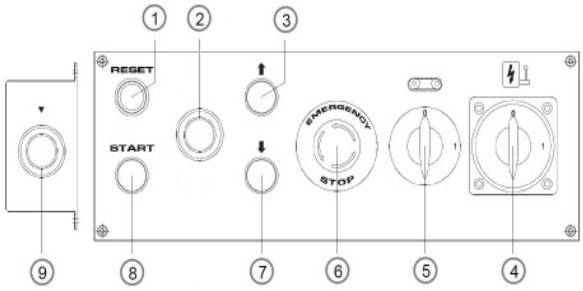

Abb. 11: Bedienfeld
Durch Betätigung der Tasten 3 und 7 [Abb. 11]kann die Maschine im manuellen Betrieb gefahren werden. Die Kühlmittelzufuhr wird mit der Kühlmitteltaste eingeschaltet. Um wieder zum halbautomatischen Betrieb zurückzukehren, die RESET-Taste drücken.
Schritt 5: Taste für den Sägeblattvorschub (Taste 3 bzw.Taste 7, Abb. 11) drücken.
Schritt 6: Wenn das Werkstück geschnitten ist, das Sägeblatt mit Taste 7 [Abb. 11] nach oben fahren.